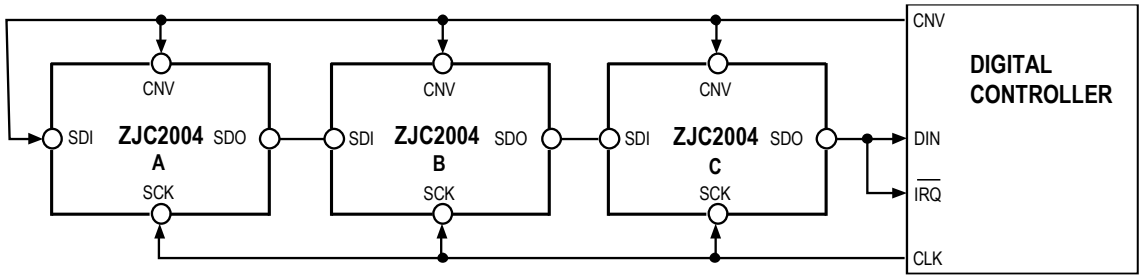
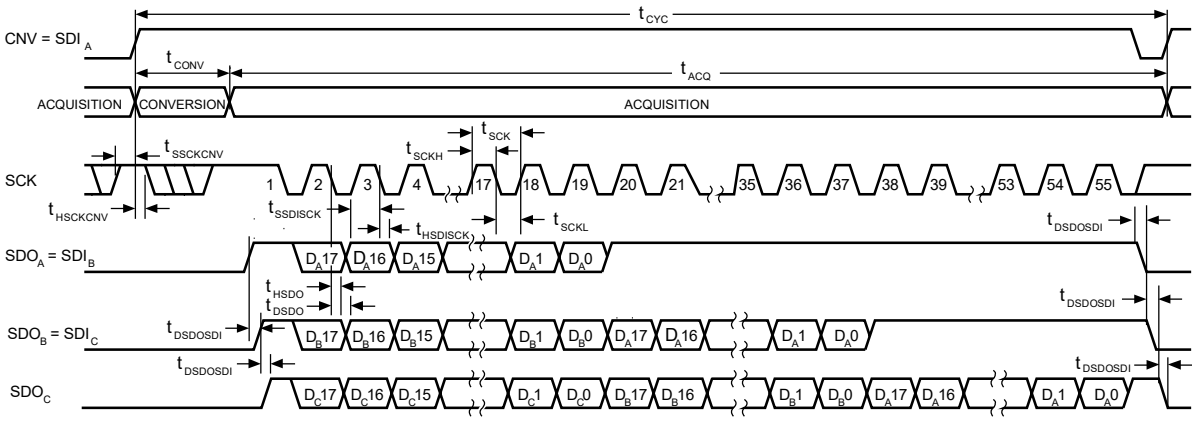

Figure 46. Chain Mode (with Busy Indication) Connection Diagram
Figure 47. Chain Mode (with Busy Indication) Serial Interface Timing
- In chain mode, SCK is high during the rising edge of CNV (see Figure 47).
An example using three ZJC2004s is shown in Figure 46, and the corresponding timing is shown in Figure 47.
When SDI and CNV are low, SDO goes low. With SCK high, a rising edge on CNV initiates a conversion, selects chain mode, and enables the busy indicator feature. In this mode, CNV remains high during the conversion phase and subsequent data readback. After all the ADCs in the chain have completed their conversions, drive the SDO pin of the ADC closest to the digital host (see Figure 46 This transition on SDO can be used as a busy indicator to trigger data readback. ZJC2004 then enters the acquisition phase and is on stand-by. The remaining data bits stored in the internal shift register are clocked out MSB first on subsequent SCK falling edges. For each ADC, SDI feeds the input of the internal shift register and is clocked out by SCK falling edge. Each ADC in the chain outputs data MSB first, and 18×N + 1 clocks are required to read back N ADCs.